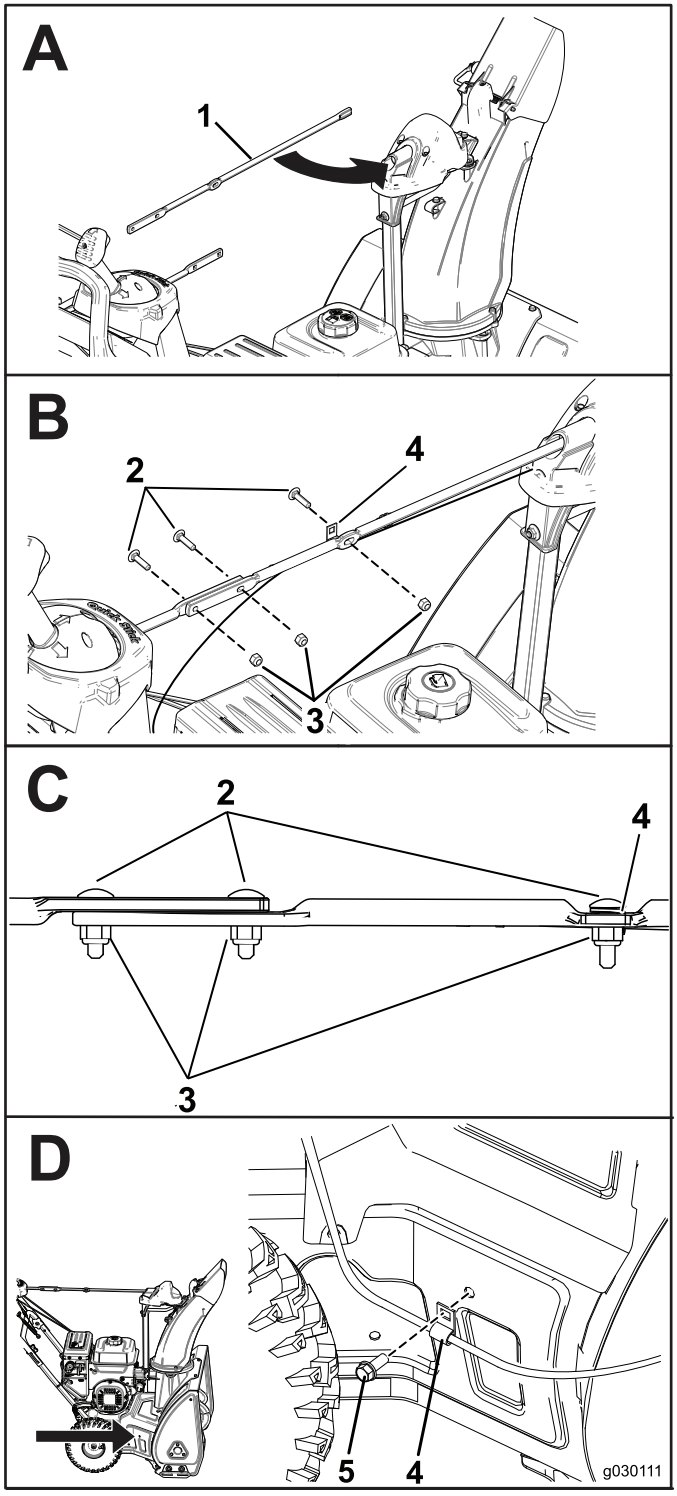

Figur 6
2. Monter sjaktstaget og fest alle kablene (Figur 6).